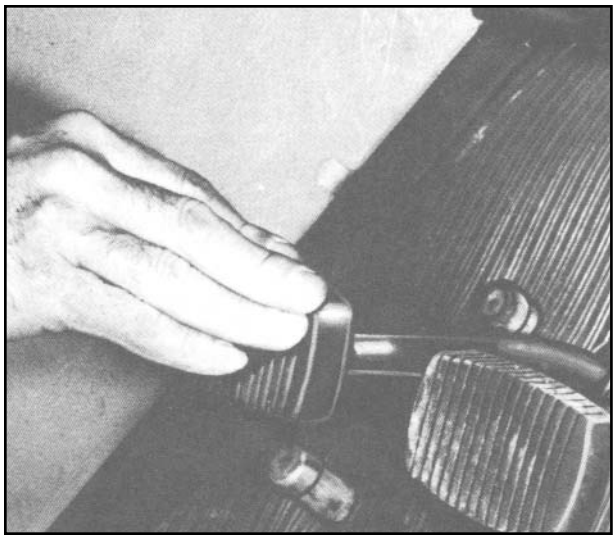

Figure 12. Checking Clutch Pedal “Free Travel”
2. Check clutch pedal with your hand to be positive that “Free Travel” is a result of actual release bearing clearance and not caused by worn linkage (Figure 12).
4. If inspection indicates clutch pedal “Free Travel” is less than 1/2”, immediate adjustment of the clutch pedal linkage should be made to restore proper 1 1/2” “Free Travel” (Figure 12). This 1 1/2” pedal “Free Travel” normally results in 1/8” clearance between the clutch release levers and release bearing.